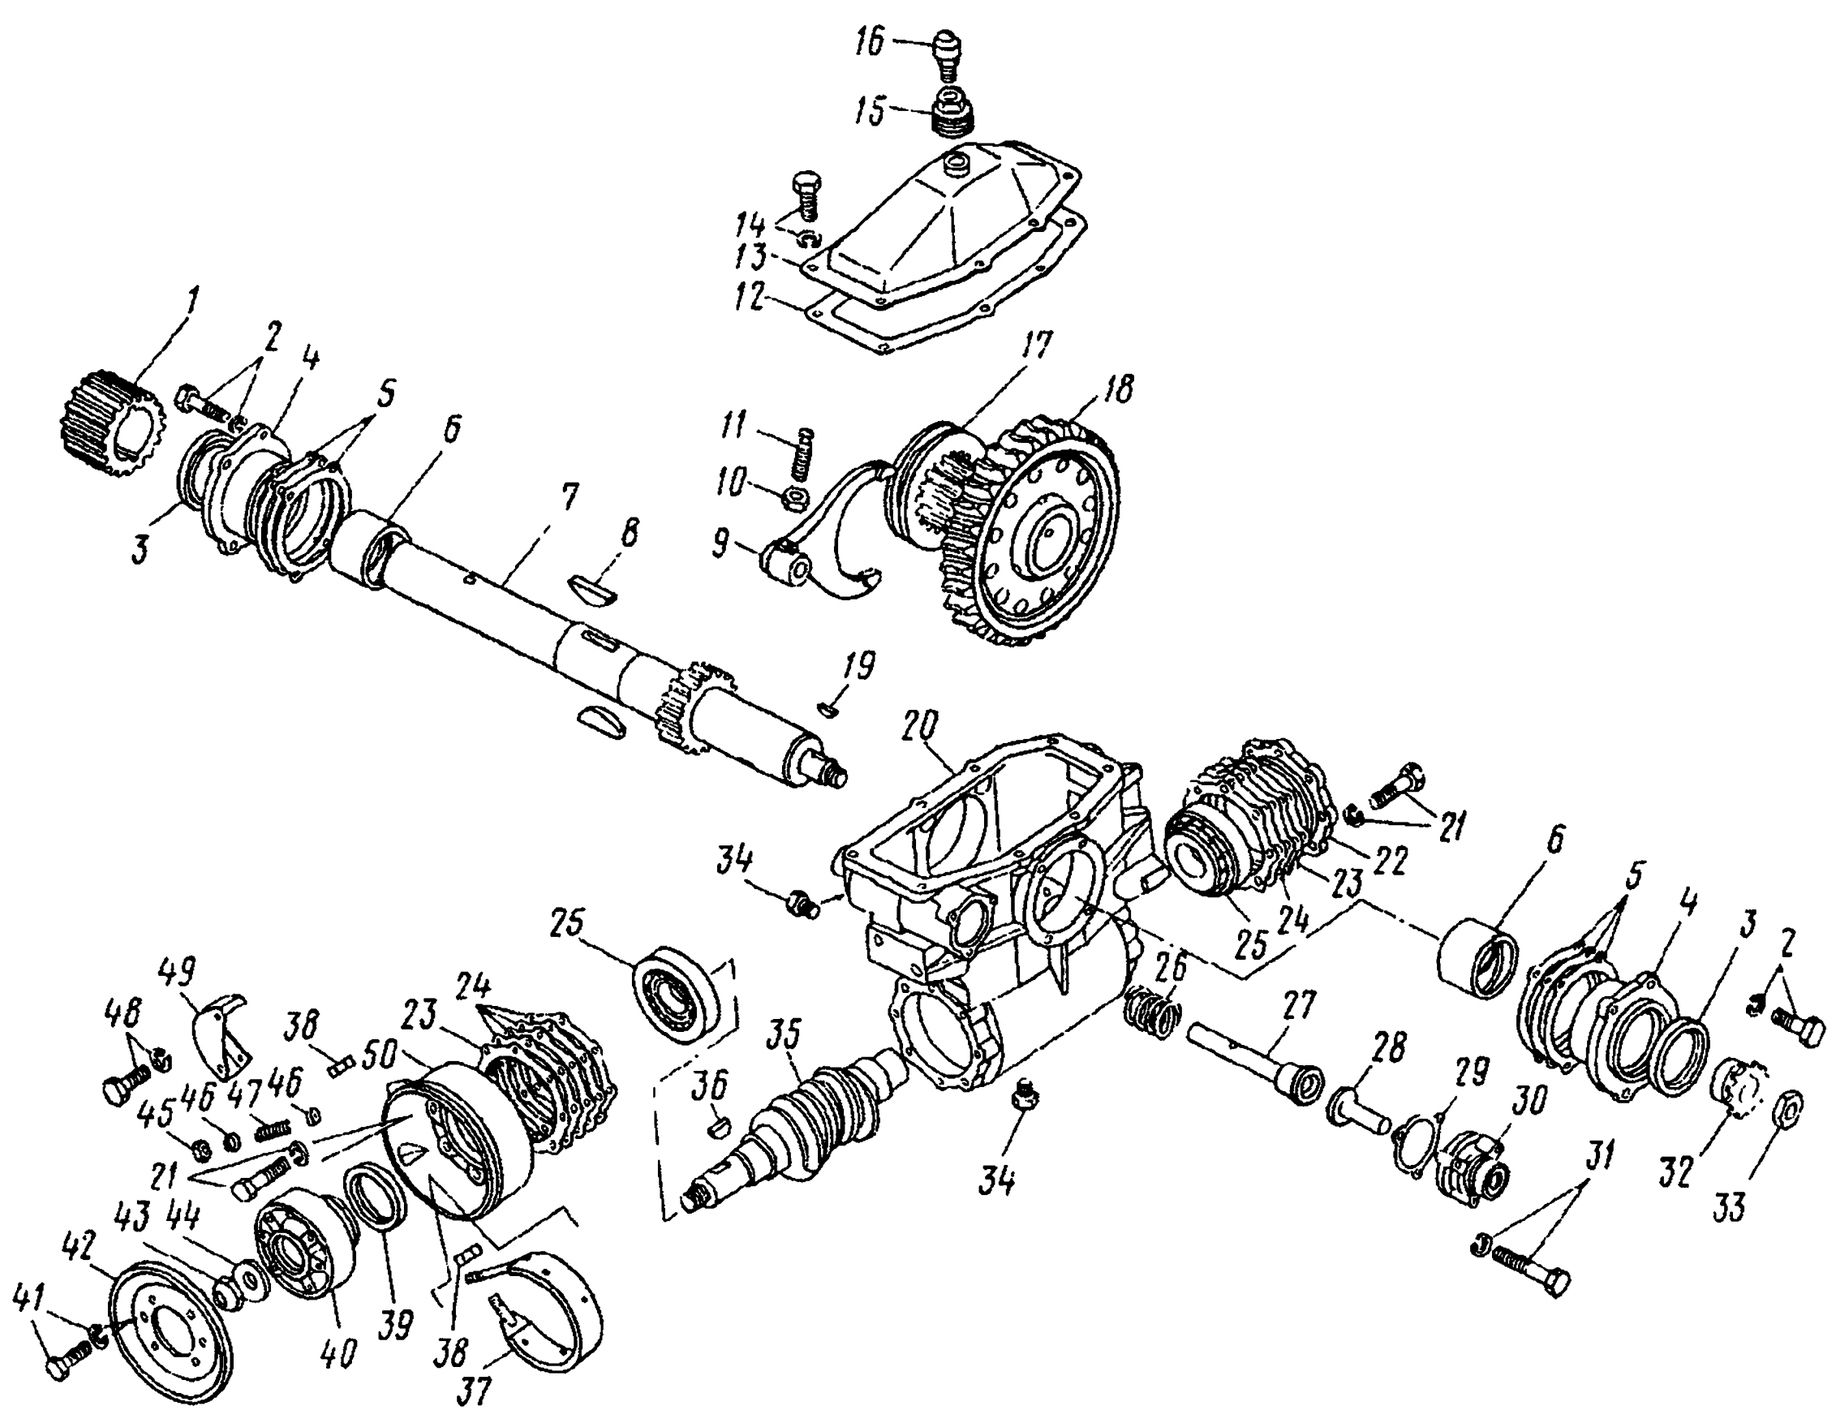
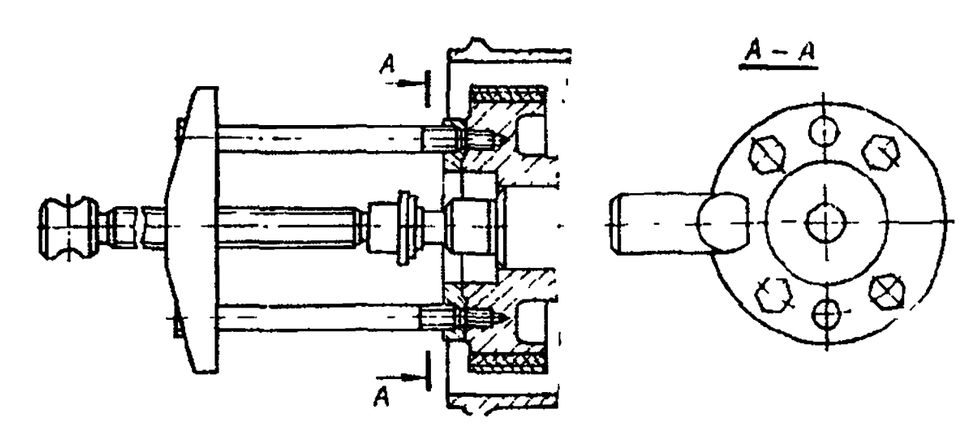

Рис. 341. Редуктор лебедки:
Рис. 342. Съемник И801.55.000 барабана тормоза лебедки
18. Раскерните гайку *33* (рис. 341) крепления ведущей звездочки и отверните ее	Торцовый ключ 36 мм, молоток, зубило
23. Съемником (рис. 342) снимите тормозной барабан *40* (см. рис. 341) и шпонку *36*	Съемник, молоток, оправка